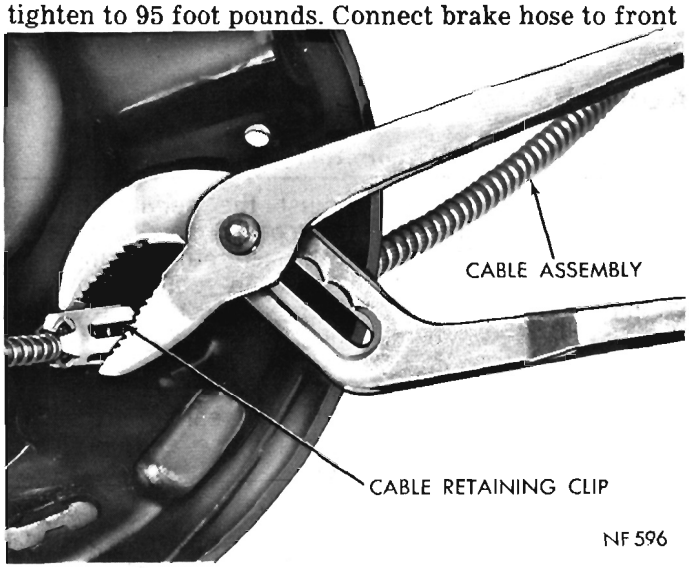

Fig. 3—Removing Brake Cable from Support
(2) Remove rear axle shaft and retainer.
(3) Disconnect hydraulic brake line from wheel cylinder.
(4) Disengage brake cable from parking brake lever.
(5) Using a suitable tool compress three flared legs of cable retainer and pull brake cable out of support (Fig. 3).
(6) Remove brake support from rear axle housing.